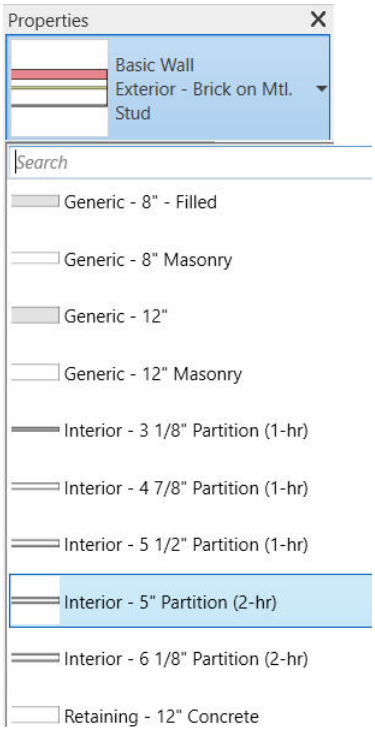

Figure 3-55 *Selecting the* ***Basic Wall: Interior - 5"Partition (2-hr)*** *wall type*
1. On invoking the **Wall: Architectural** tool, the wall instance parameters are displayed in the **Properties** palette. In this palette, select the required option from the **Type Selector** drop-down list, as shown in Figure 3-55.